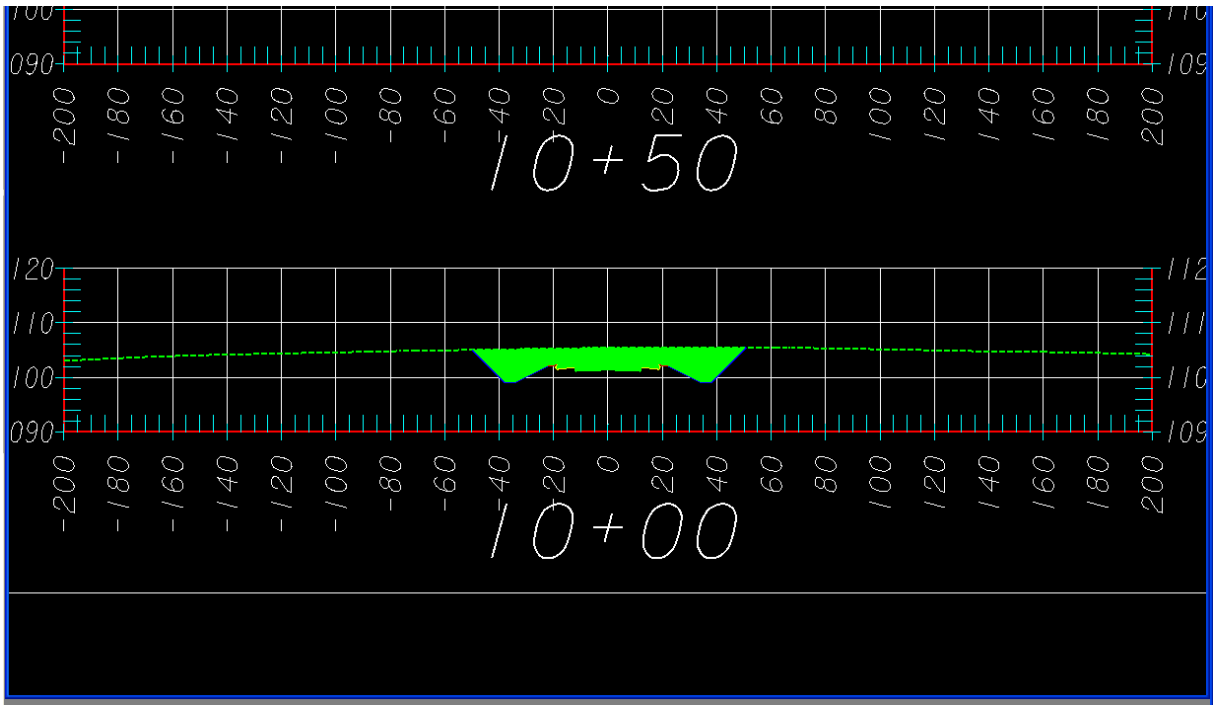

Figure L11-9 MicroStation View Window
28.	**Review Station 10+00.00 in MicroStation.** • If not still open from previous steps, open the **Cross Section Viewer** dialog by selecting **Evaluation ► Cross Section ► Cross Section Viewer**. • Highlight Station **10+00.00**. • Verify your view in MicroStation matches that shown in *Figure L11-9*. • Notice the cross section is filled in Green. The **End-Area Volumes** command executed in previous steps shades all Cut sections Green.